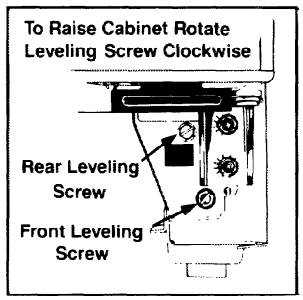

FIGURE 10
The refrigerator must be level from side to side, front to back to insure complete door closing and proper ice making. This allows doors to close firmly. Your refrigerator is equipped with front and rear leveling feet. Adjust the wheels or leveling feet to level the refrigerator. To raise, turn screw or leveling feet clockwise. To lower, turn counter-clockwise. See Figure 10. Improper leveling will cause water spills and uneven ice cube size.
A. Lower the front roller (turn the screw clockwise one turn at a time) on the side of the refrigerator which has the lower door. See Figure 10.